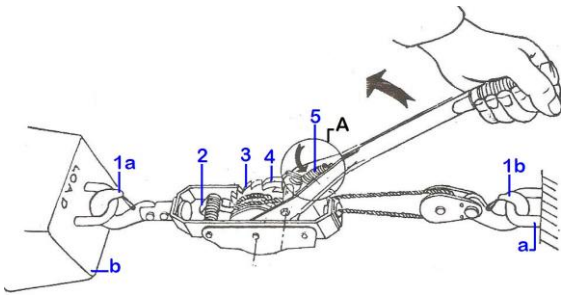

Fig.3
4.3- Enroulement du câble (Fig.3)